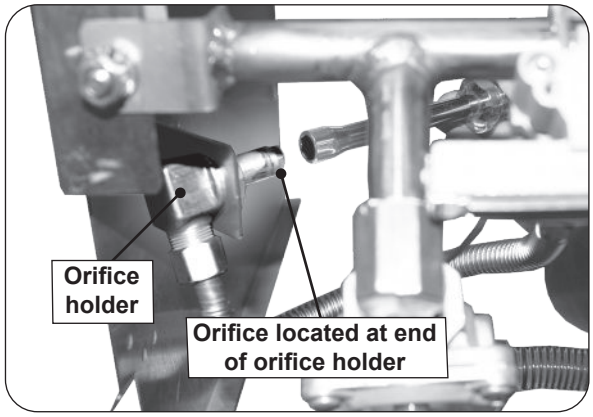
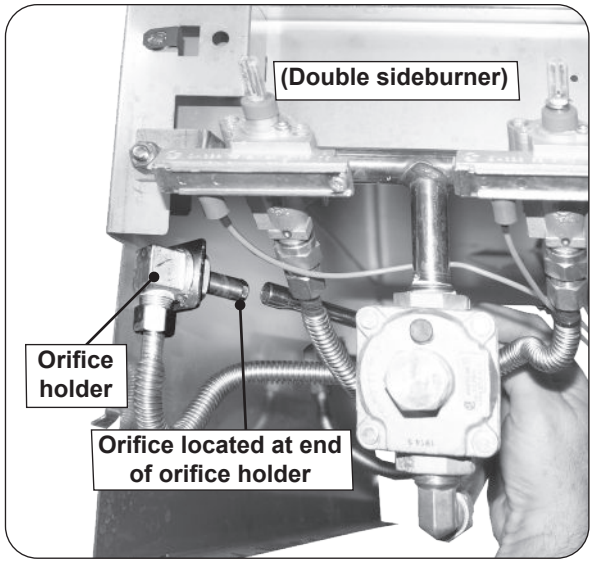

Fig. 35-1 Single sideburner orifice location
Fig. 35-2 Double sideburner orifice locations
4. Using a 3/8" socket nut driver, remove the orifice from the orifice holder (see Fig. 35-1 and Fig. 35-2) and check the number stamped on the orifice face.